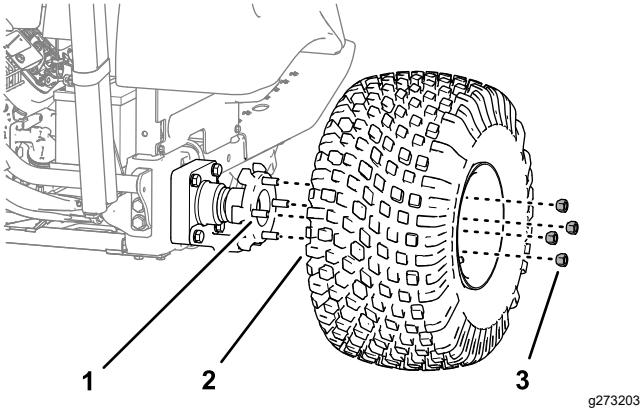

**Figur 30**
2. Ta bort de fyra hjulmuttrarna som fäster hjulet vid navet och ta bort hjulet och däcket (Figur 30).
7. Montera däcket och hjulet på hjulnavets tappar (Figur 30) med de fyra hjulmuttrar som du tog bort i steg 2 och dra åt muttrarna för hand.